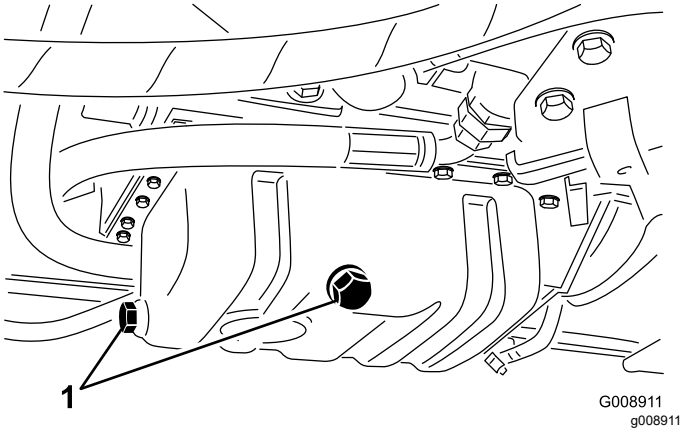

Rysunek 61
1. Odkręć korek spustowy (Rysunek 61) i poczekaj, aż olej ścieknie do naczynia do spuszczania oleju.